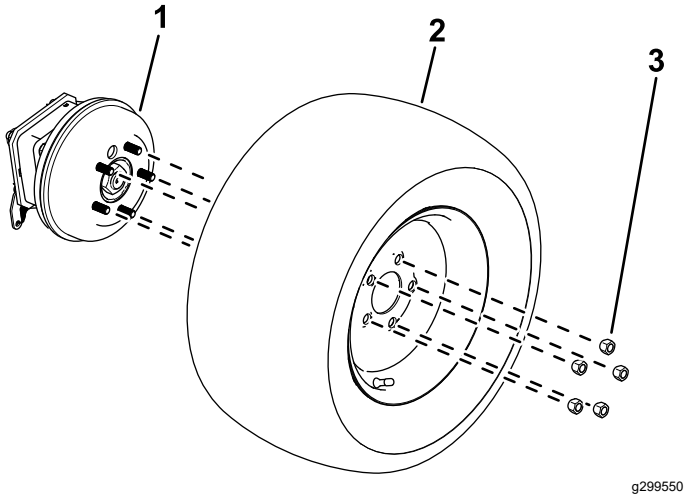

**Bild 11**
2. Lösen und entfernen Sie die Radmuttern (Bild 11).
3. Nehmen Sie Räder von den Radnaben ab (Bild 11).
1. Verwenden Sie die zuvor entfernten Radmuttern, um die Räder an der Radnabe zu befestigen (Bild 11).